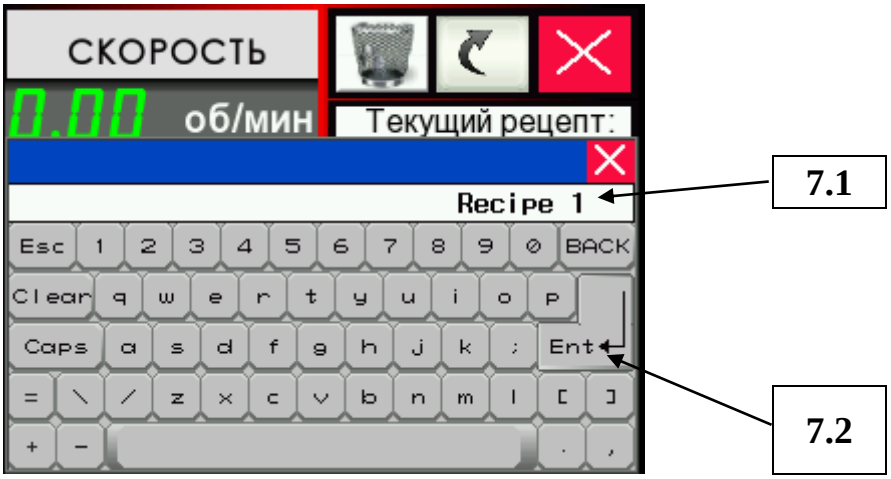

Рисунок 15 – Экран «Рецепты». Ввод наименования рецепта
5.6.3 В строке 7.1 всплывающей буквенно-цифровой клавиатуры набрать любое наименование рецепта и подтвердить введенное наименование кнопкой 7.2 (Рисунок 15).